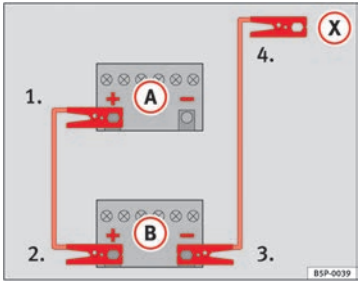
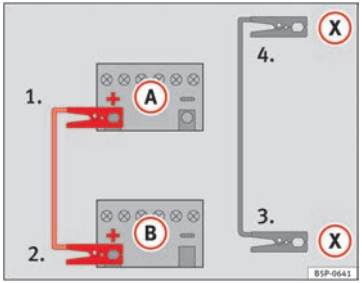

Fig. 203 Schema elettrico per i veicoli non dotati di sistema Start&Stop.
Fig. 204 Schema elettrico per i veicoli dotati di sistema Start&Stop.
– Collegare un'estremità del cavo di emergenza *rosso* al polo positivo (+) del veicolo con la batteria scarica (A) ⇒ fig. 203.
– Collegare l'altra estremità del cavo di emergenza *rosso* al polo positivo (+) della batteria che fornisce la corrente (B).
– Collegare un'estremità del cavo di emergenza *nero* al polo negativo (-) della batteria che fornisce corrente (B) ⇒ fig. 203.
– Collegare l'altra estremità del cavo di emergenza *nero* (X), al monoblocco del motore del veicolo con la batteria scarica oppure ad un elemento metallico massiccio annesso al monoblocco e comunque il più lontano possibile dalla batteria (A).
– Collegare un'estremità del cavo di emergenza *rosso* al polo positivo (+) del veicolo con la batteria scarica (A) ⇒ fig. 204.
– Collegare un'estremità del cavo di emergenza *nero* (X) a un terminale di massa idoneo, a un elemento metallico massiccio avvitato al monoblocco del motore o al monoblocco stesso ⇒ fig. 204.